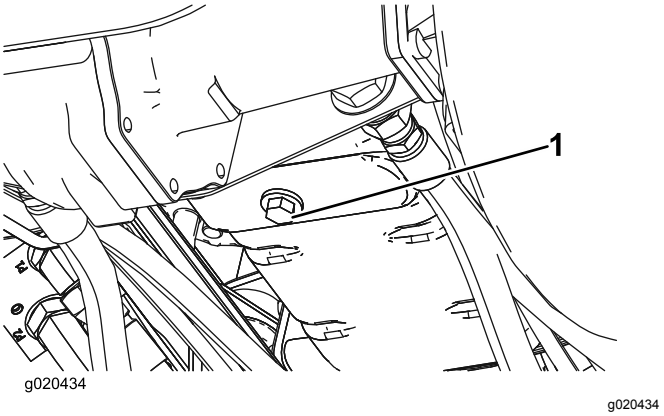

Figuur 74
1. Verwijder de aftapplug (Figuur 74) en laat de olie in een opvangbak lopen. Als alle olie is weggelopen, plaatst u de aftapplug terug.